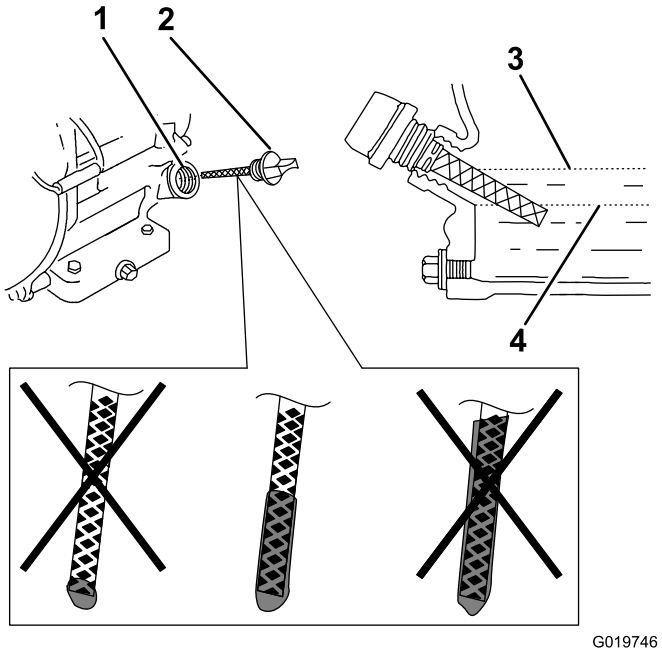

Figure 52
1. Sortez la jauge (Figure 52) et versez lentement de l'huile par l'orifice de remplissage jusqu'à ce qu'elle atteigne le repère supérieur (bord inférieur de l'orifice de remplissage) sur la jauge.